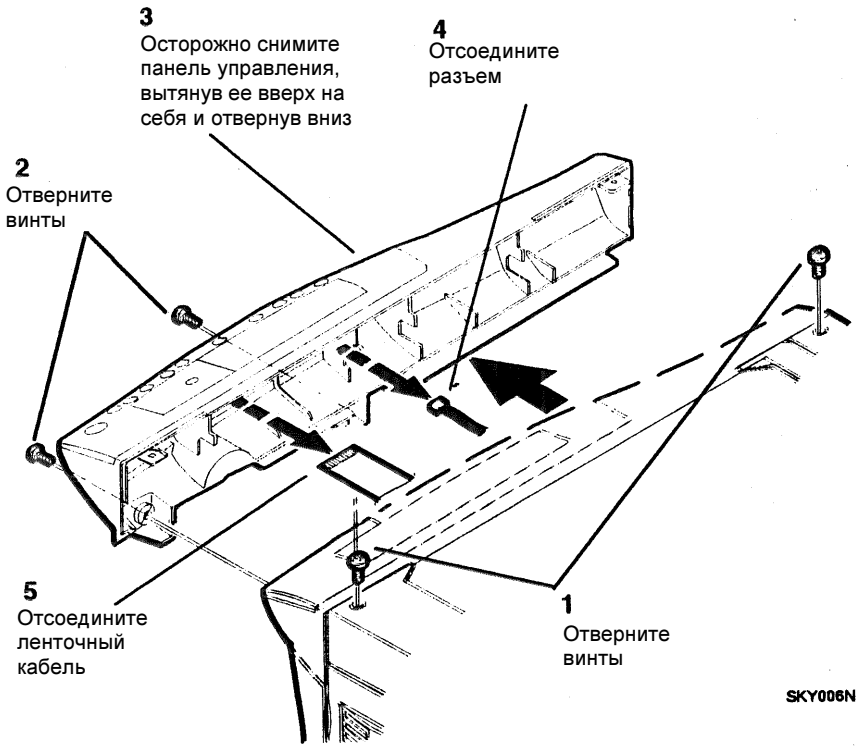

Рисунок 1. Снятие панели управления
2. (Рисунок 1): Снимите панель управления.